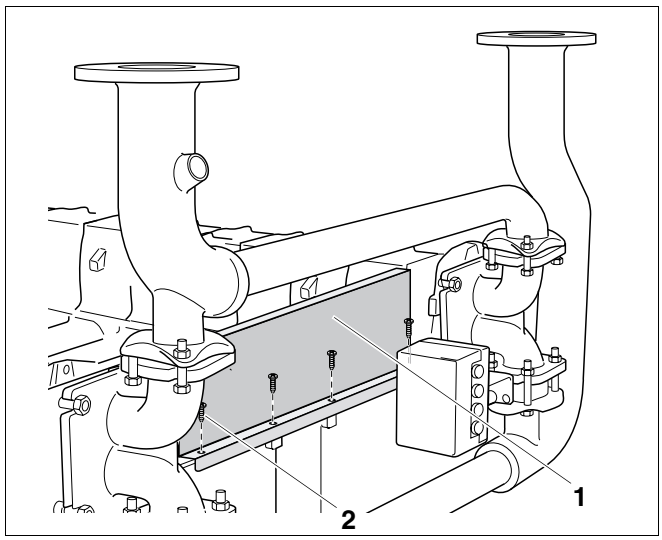

Рис. 35 Установка передней стенки и средней части
- Установить переднюю стенку (рис. 35, **поз. 1**) на гайки с защелкой и нетуго закрепить четырьмя винтами 4,8 x 22 (рис. 35, **поз. 2**).
- Крепко затянуть четыре винта 4,8 x 22 на передней стенке (рис. 35, **поз. 2**, стр. 35).